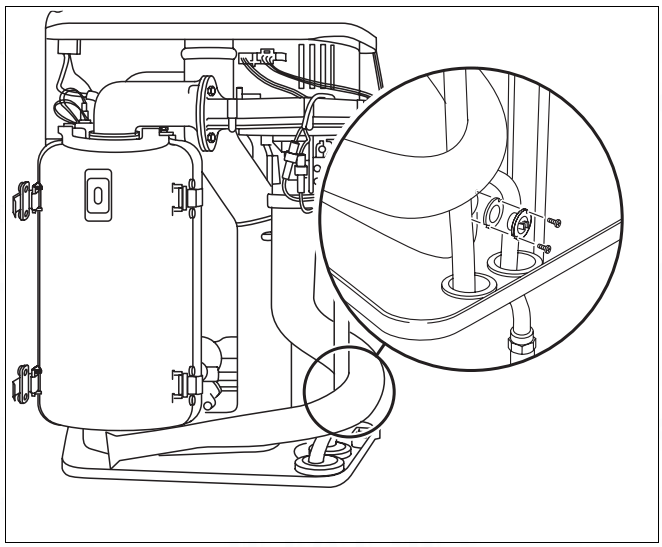

Fig. 50 600 Series 11S / 19S / 24S / 24C: Replacing the exhaust-gas sensor
- Remove the exhaust-gas sensor and replace with a new unit (fig. 50).